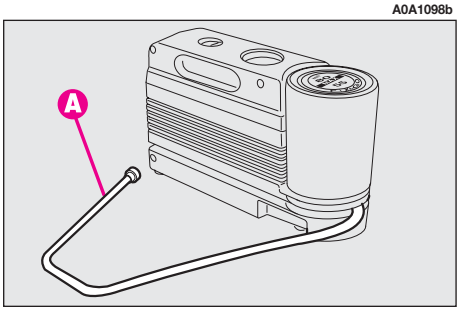
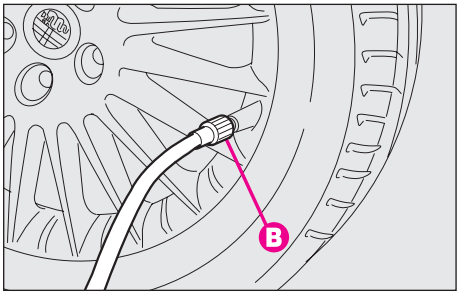

fig. 14
fig. 15
– dévisser le capuchon de la valve du pneu, enlever le tuyau flexible de remplissage **A-fig. 14** et visser la bague **B-fig. 15** sur la valve du pneu;